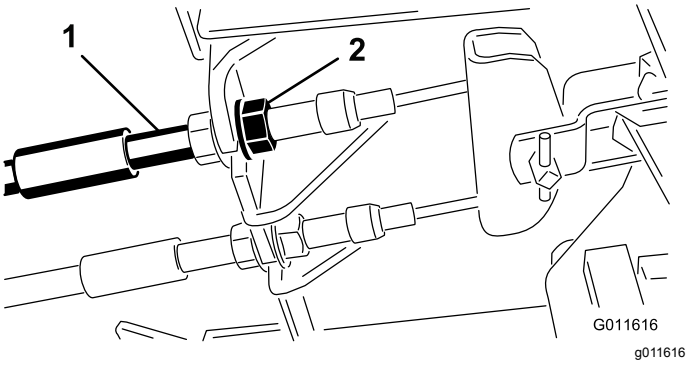

Figuur 85
1. Om de speling op de rempedalen te verkleinen, draait u de remmen vast. Draai hiervoor de voorste moer op het draadeinde van de remkabel los (Figuur 85).